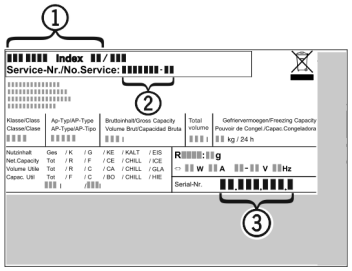

Fig. 13
▶ Identificați denumirea aparatului *Fig. 13 (1)*, numărul de service *Fig. 13 (2)* și numărul de serie *Fig. 13 (3)* pe marca de fabricație. Marca de fabricație se află pe partea stângă în interiorul aparatului.
▶ Informați serviciul de asistență a clienților și comunicați tipul defecțiunii, denumirea aparatului *Fig. 13 (1)*, numărul de service *Fig. 13 (2)* și numărul de serie *Fig. 13 (3)*.